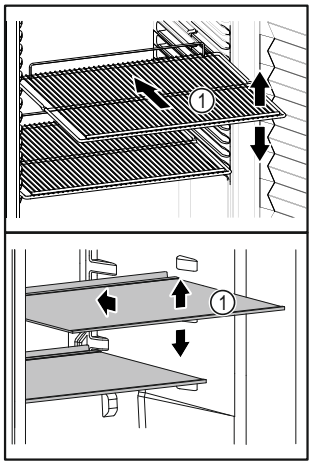

Fig. 34 Reprezentare exemplificativă
- ❑ Dacă polițele *Fig. 34 (1)* pot fi mutate, adaptați-le în funcție de înălțime.